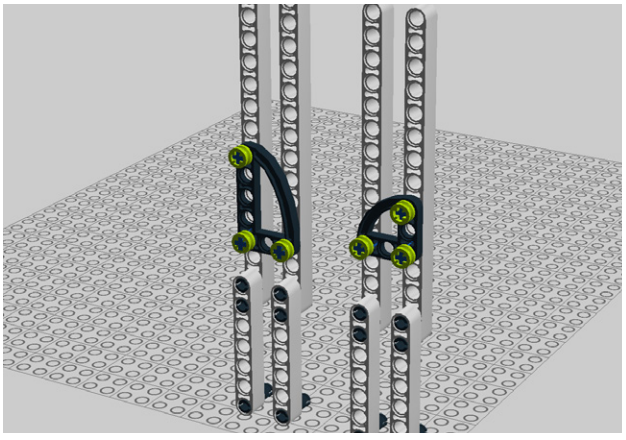

Figure 5-54. *Step 47: Securing the halfbeam curves*
47. And half bushes keep them in place. Figure 5-54 shows them in place.